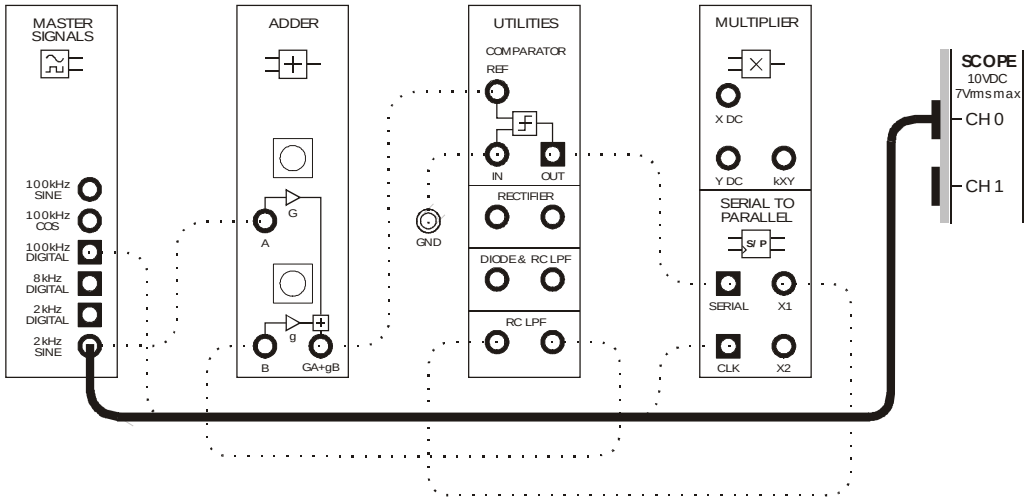

Figure 5
10. Connect the scope's Channel 0 input to the set-up as shown in Figure 5 below.